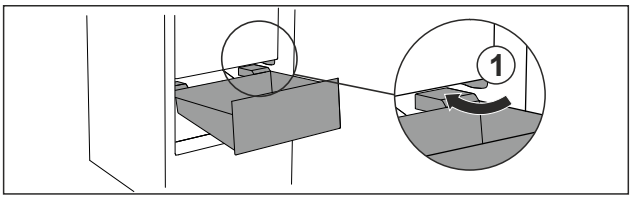

Fig. 101
▶ Ghidați sertarul oblic în jurul opritorului *Fig. 101 (1)*.